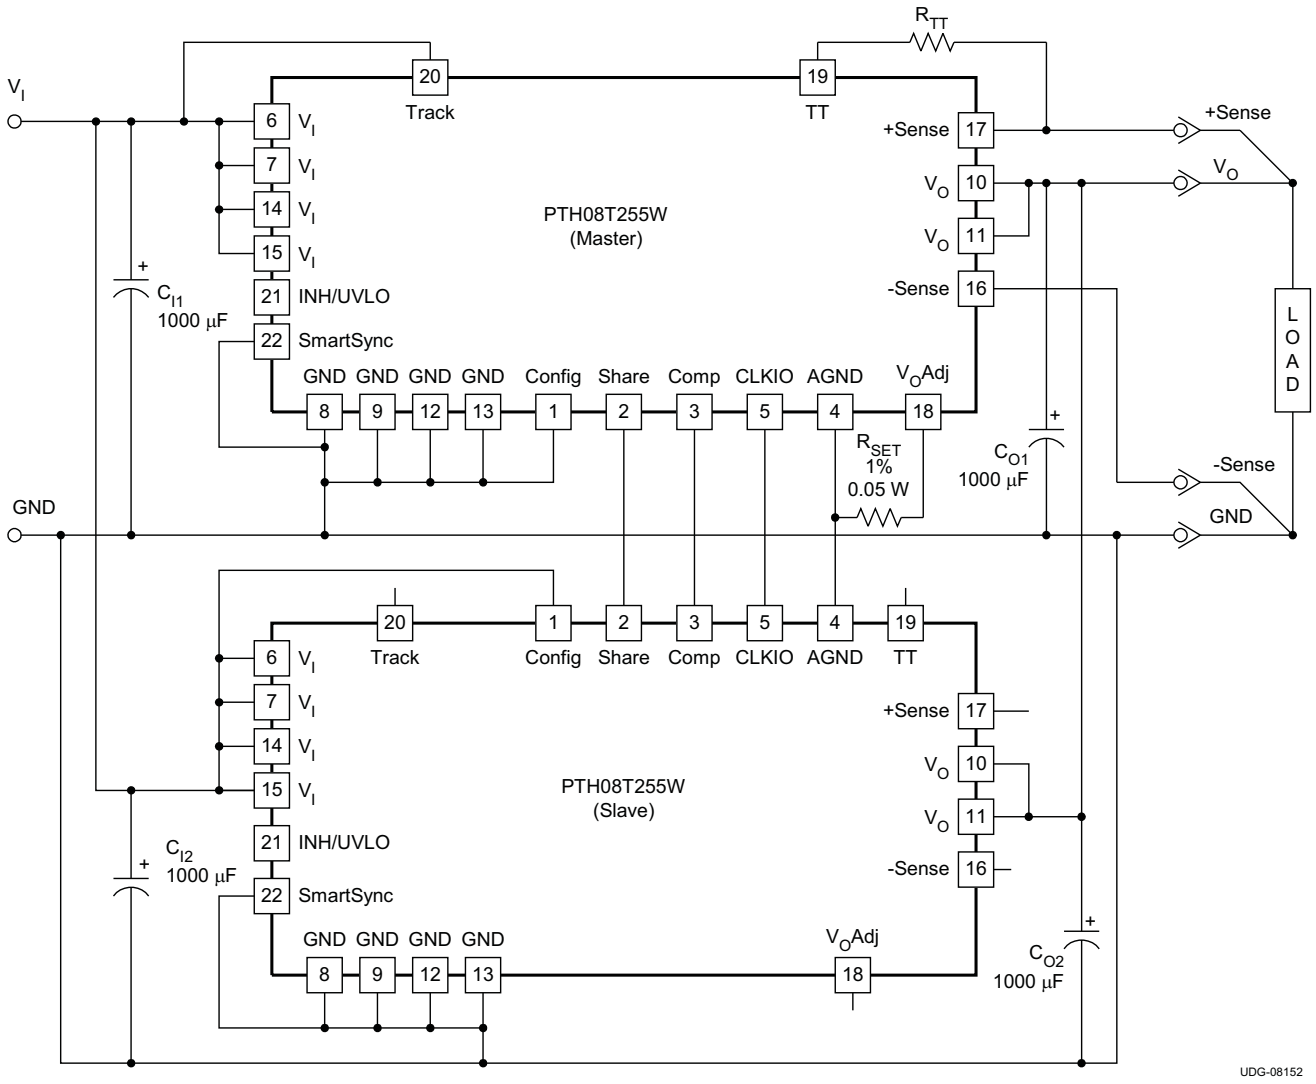
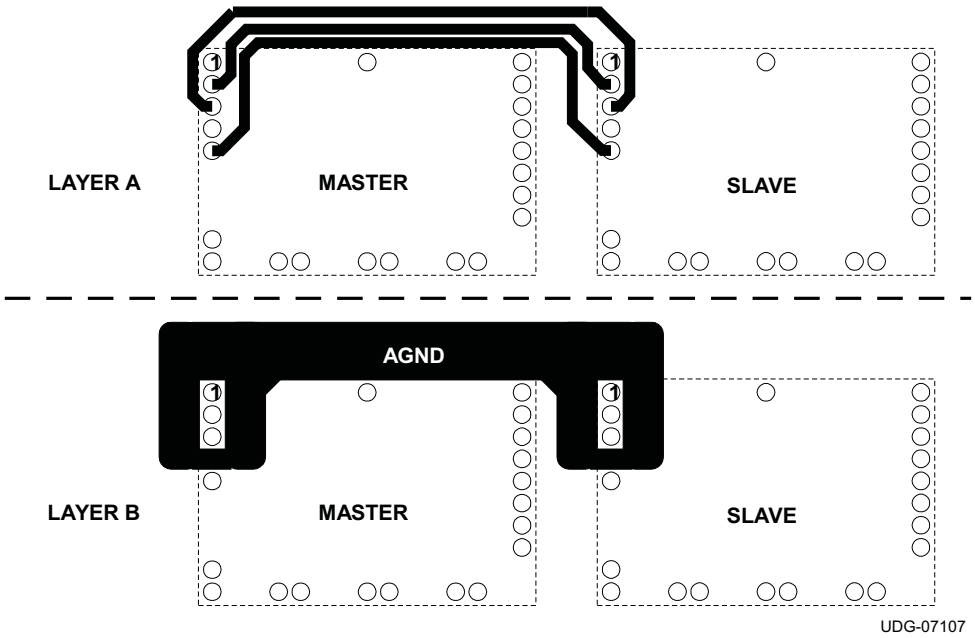

Figure 19. Typical Current Sharing Diagram
Figure 22. Recommended Layout of Inter-Connection Pins Between Two Current Sharing Modules
The PTH08T255W module is capable of being configured in parallel with another PTH08T255W module to share load current. To parallel the two modules, it is necessary to configure one module as the Master and one module as the Slave. To configure a module as the Master, connect the CONFIG pin (pin 1) to GND. The CONFIG pin of the Slave must be connected to V_I. In order to share current, pins 2 thru 5 of both the Master and Slave must be connected between the two modules. See Figure 22 for the recommended layout of pins 2 thru 5. The module that is configured as the MASTER is used to control all of the functions of the two modules including Inhibit ON/OFF control, AutoTrack sequencing, TurboTrans, SmartSync, +/- Remote Sense, and Output Voltage Adjust. See the current sharing diagram in Figure 19 for connections. The MASTER and the SLAVE must be powered from the same input voltage supply.
See Figure 19 and Table 7 for a diagram and connection description of each pin when two PTH08T255W modules are being used in a MASTER/SLAVE configuration.
(1) For more details on the pin descriptions, please refer to the 'Terminal Functions' described in Table 1
(2) See Layer A in Figure 22 for recommended layout
(3) See Layer B in Figure 22 for recommended layout
In current sharing applications the V_I pins of both modules must be connected to the same input bus. The V_O pins of both modules are connected together to power the load. The GND pins of both modules are connected via the GND plane. Four other inter-connection pins are connected between the modules. Figure 22 shows the required layout of the inter-connection pins for two modules configured to share current. Notice that the Share (pin 2) connection is routed between the Comp (pin 3) and CLKIO (pin 5) connections. AGND (pin 4) should be connected as a thicker trace on an adjacent layer, running parallel to pins 2, 3 and 5. AGND must not be connected to the GND plane.